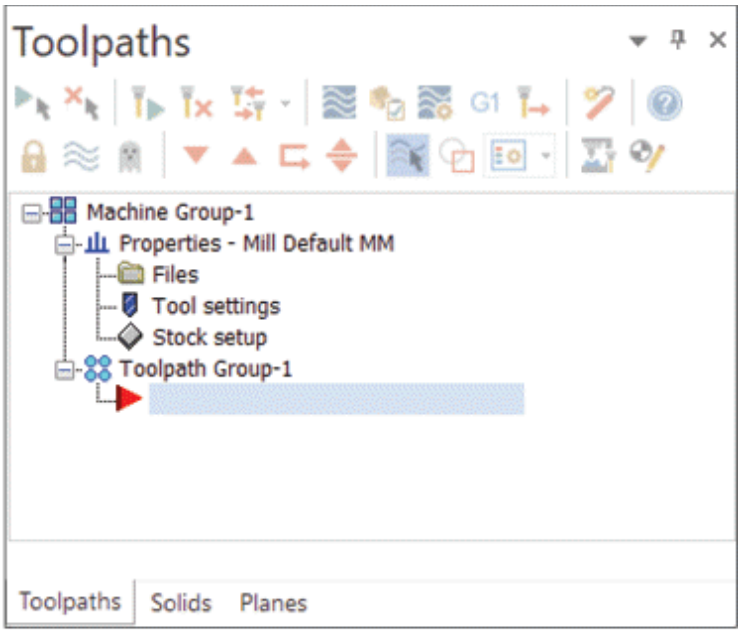

Figure-3. Mastercam Toolpath Manager
- Click on the **Toolpath** tab from the **Manager**. The **Toolpaths Manager** will be displayed; refer to Figure-3.